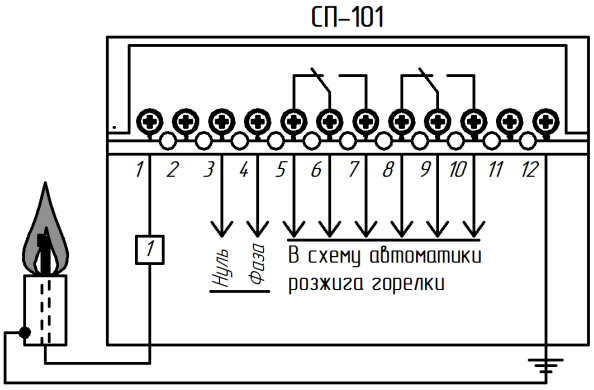

Рис.2. Типовая схема контроля пламени запальника/горелки ионизационным датчиком (контрольным электродом) и сигнализатором СП-101.
6.6. Типовые схемы подключения датчиков пламени к сигнализатору СП-101 приведены на рис.2, 3 и табл. 1 и 2.